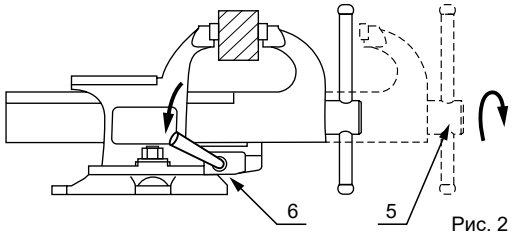

Рис. 2
Для зажима в тисках с усилием, необходимо перевести рычаг управления быстрозажимным устройством (6) против часовой стрелки до упора, как показано на Рис. 2. Только после этого можно зажимать с усилием губки тисков, используя основную рукоять (5).